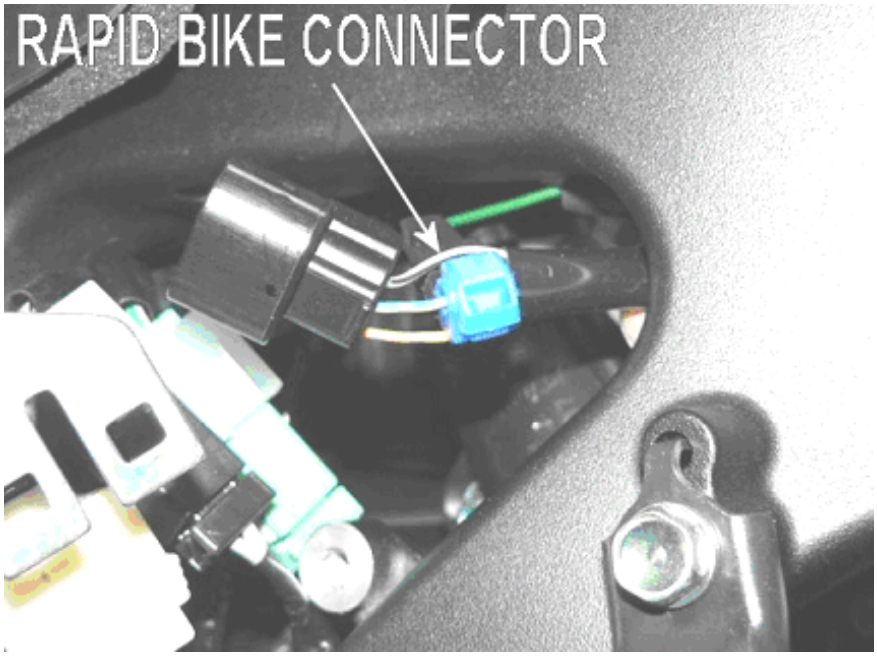

Fig.9
11. Mit dem Kabel-Schnellverbinder den **grünen** Leiter der Rapid Bike-Verbindung an folgenden Draht anschließen blau mit gelbem Streifen, in der Mitte (**Fig.9**).